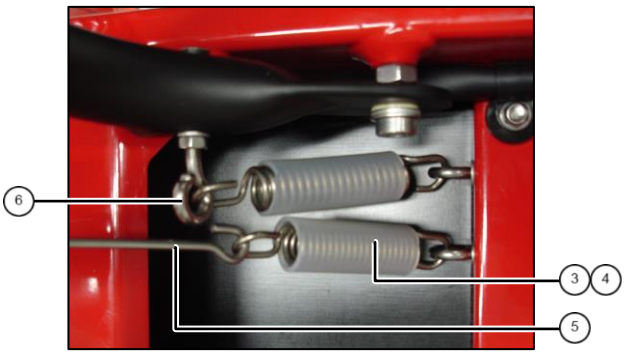

fig. 5: Connect springs
2. Push silicon tubes ③ onto springs ④. Connect springs ④ with ring bolts ⑥ by using appropriate hook ⑤ (fig. 5).